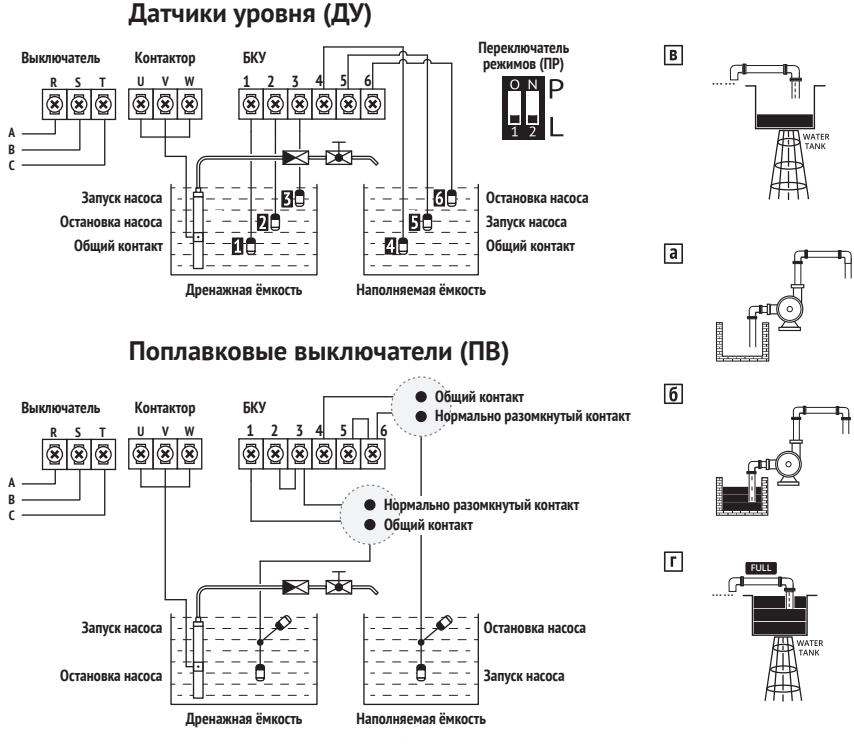

Рис. 6
- Подключите ДУ или ПВ к контактам БКУ, установите их в наполняемой и дренажной ёмкостях согласно схемам на рис. 6 (ПВ и дополнительные ДУ не входят в комплект поставки и приобретаются отдельно).
- Установите рычажки ПР в положение, показанное на рис. 6.